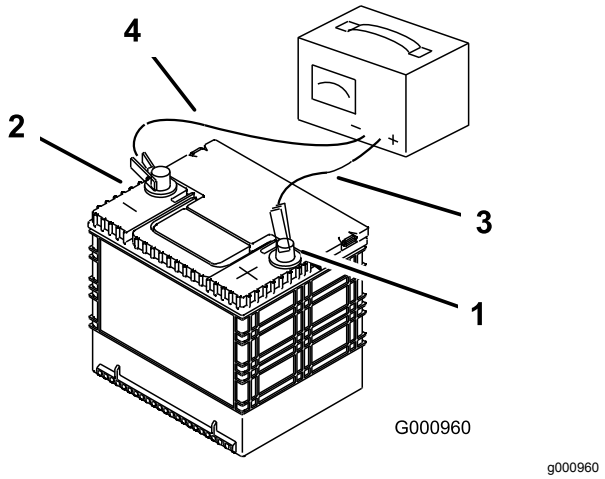

Figura 65
2. Cuando la batería esté completamente cargada, desconecte el cargador de la toma de electricidad, luego desconecte los cables del cargador de los bornes de la batería (Figura 65).